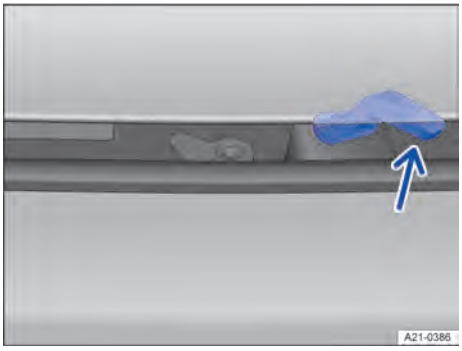

Bilde 194 Over grillen: Hendel for å åpne panseret.
3. Løft panseret litt og skyv samtidig åpningshendelen i pilretningen → Bilde 194 for å åpne panseret helt.